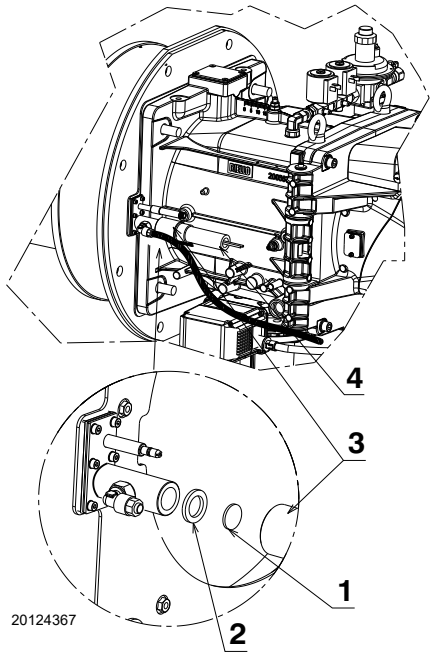

Fig. 38
To access the flame sensor (Fig. 38), proceed as follows:
– unscrew the flame sensor and the spacer 3), paying attention to seal and viewing port between the spacer and the electrode (Fig. 38);